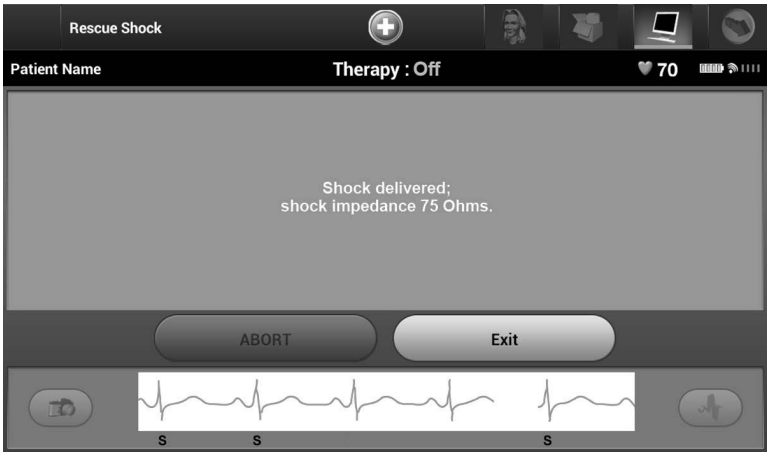

Figure 57: *Confirmation of Rescue Shock delivery*
3. A confirmation screen will appear with notification that the shock was delivered successfully along with the corresponding shock impedance (Figure 57).